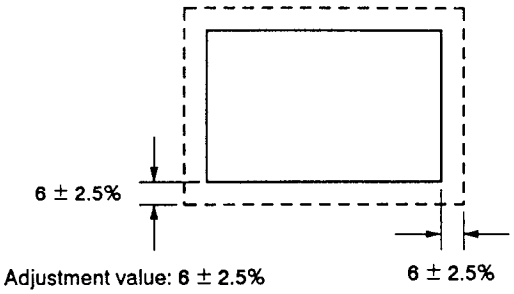

Fig. 8-44.
Specified Value	See Fig. 8-44.
1) Turn the centering adjustment rings to provide an image with even right, left, upper and lower margins. (See Fig. 8-44.)